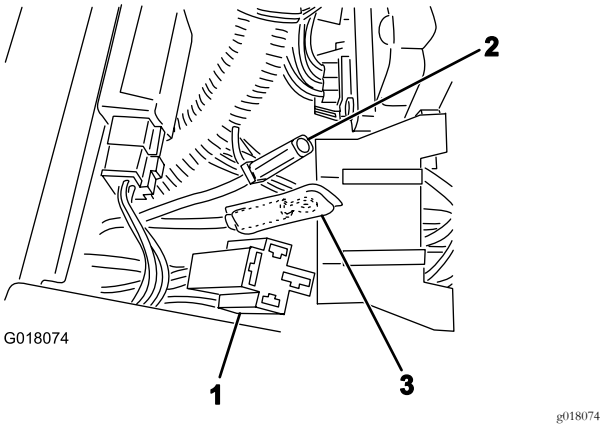
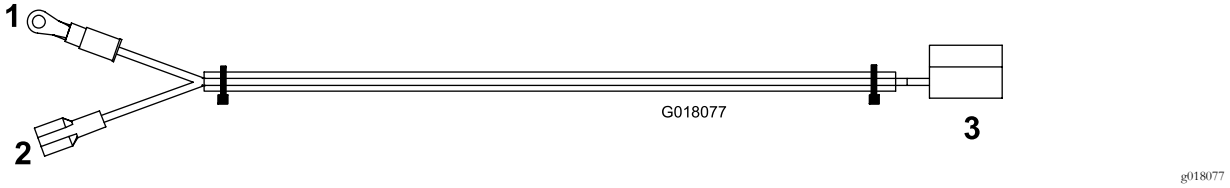

Figur 12
Figur 13
1. Monter tilbehørsrelékobling fra trekkenhetens ledningssats til strømreleet (Figur 12).
2. Koble den store røde ledningen (Figur 12) fra den ekstra sikringsblokken til den overensstemmende koblingen til trekkenhetens fastspenner.
4. Koble den gule ledningen til en åpen ledning på sikringsblokken (Figur 13).
5. Fest de svarte ledningene fra trekkenhetens ledningssats og settets ledningssats til jordingsblokken (Figur 12 og Figur 13).